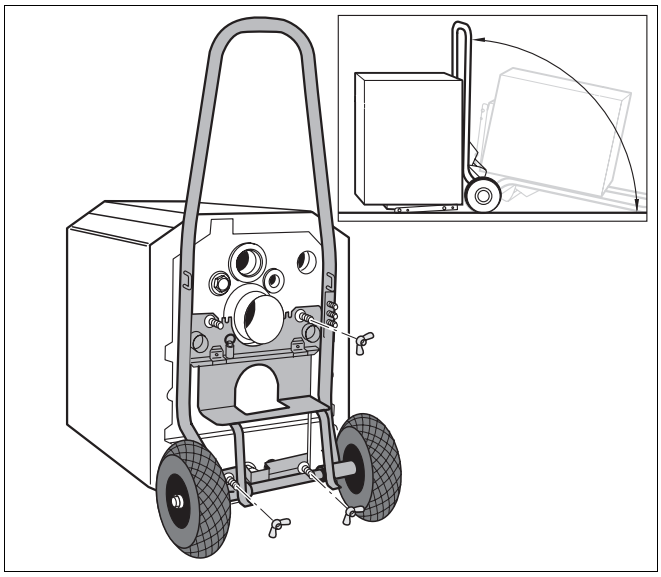

Abb. 14 Heizkessel mit Kesselkuli transportieren
- Heizkessel mit Hilfe eines Transportmittels kippen (➔ Abb. 14, Seite 20) oder ein Kantholz unterlegen.